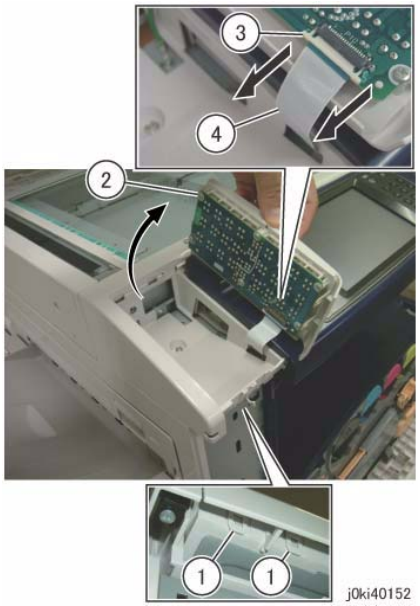

Figure 3 Remove the One Touch Panel
7. Remove the One Touch Panel. (Figure 3)